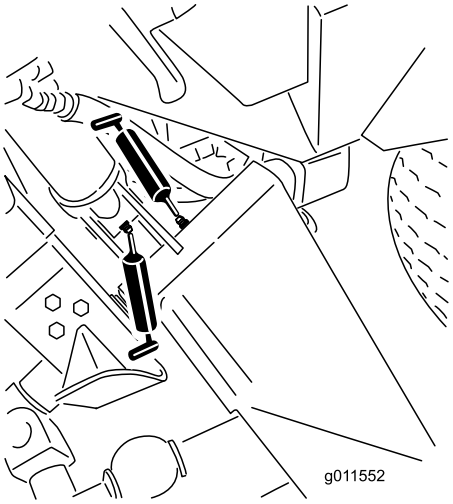
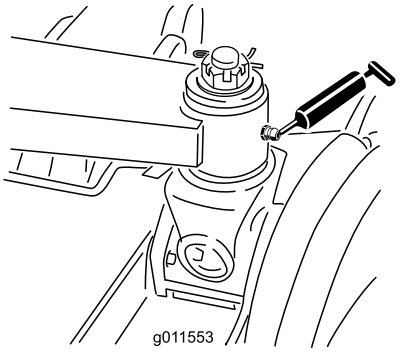

Figur 44
Figur 45
- Huvudlyftarmsbussningar (6) (Figur 44 och Figur 45)